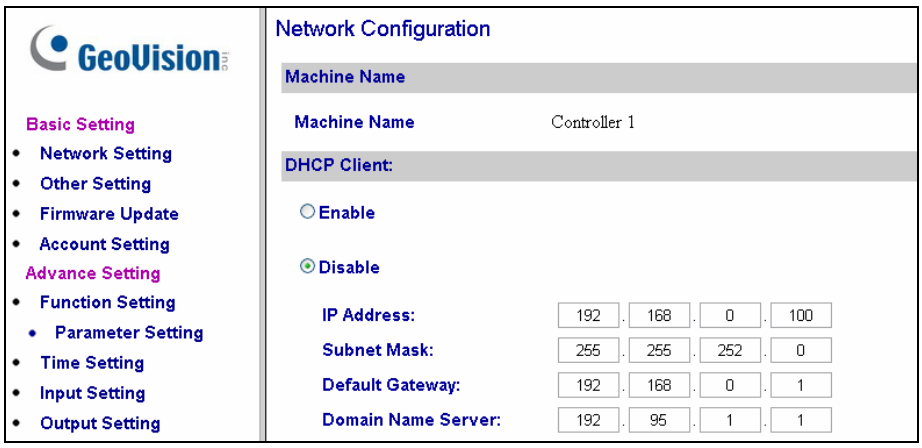

Figure 17-2
5. Open the browser and enter the assigned IP address of the controller. The Network Configuration page appears. See Figure 17-2.